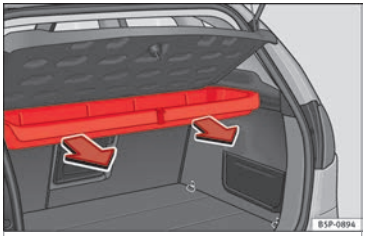

Fig. 104 Removing the storage compartment. »
– Pull outwards until the compartment is freed from the pivot point ››› Fig. 104.